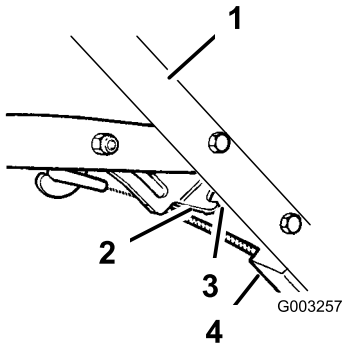

Figuur 30
4. Draai de moer op de kabelbeugel los (Figuur 30).